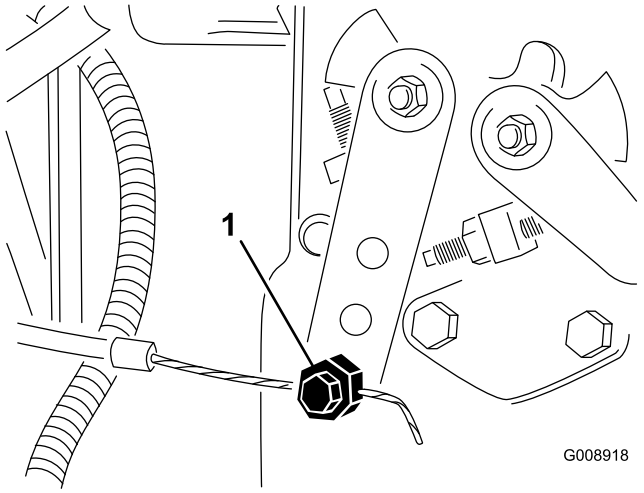

Figura 71
2. Afloje el conector del cable del acelerador en la palanca de la bomba de inyección (Figura 71).